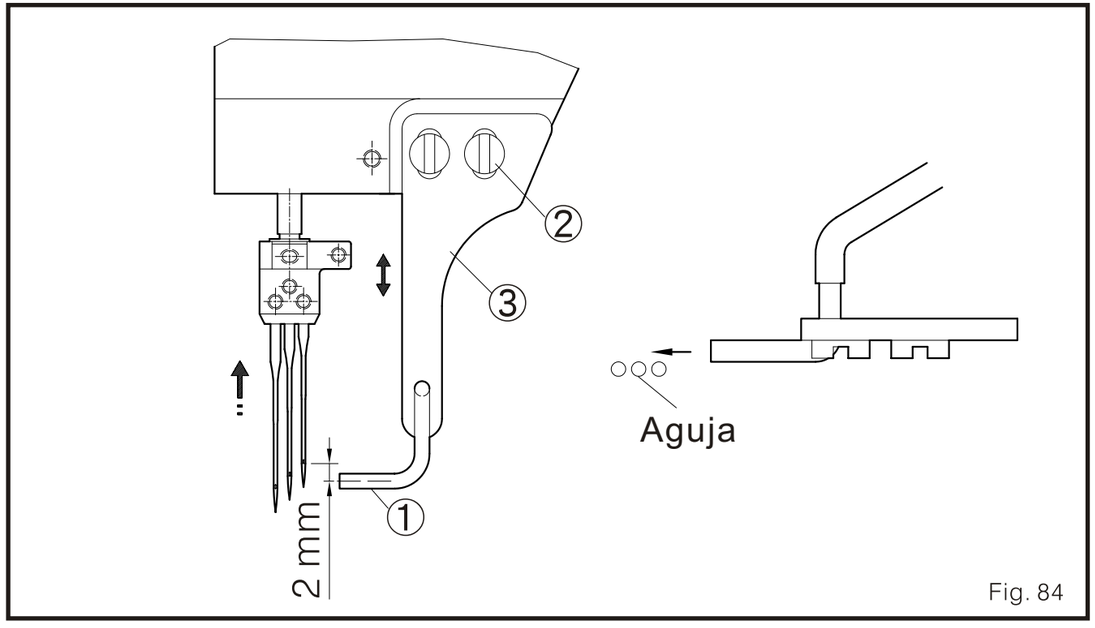

Fig. 84
1. Cuando la aguja esta en el punto muerto superior. la posición vertical del nivelador de soplado de aire 1 esta centrado en el ojal a 1.2mm más abajo que el centro del ojal de la aguja derecha, y también el mencionado nivelador esta detrás del ojal de la aguja (Fig. 84)